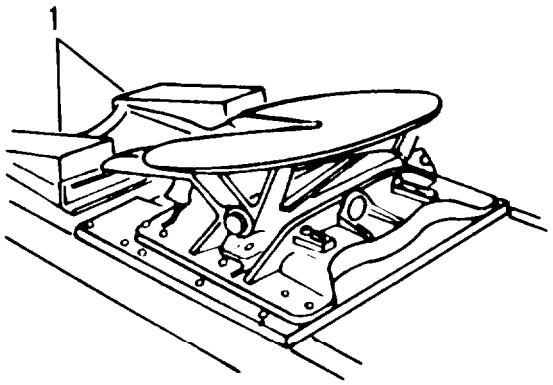

Figure 2-23. Fifth wheel and approach ramps
(4) Release semitrailer kingpin from towing vehicle fifth wheel.
(5) Slowly drive towing vehicle forward until semitrailer is clear of approach ramps (1, figure 2-23).